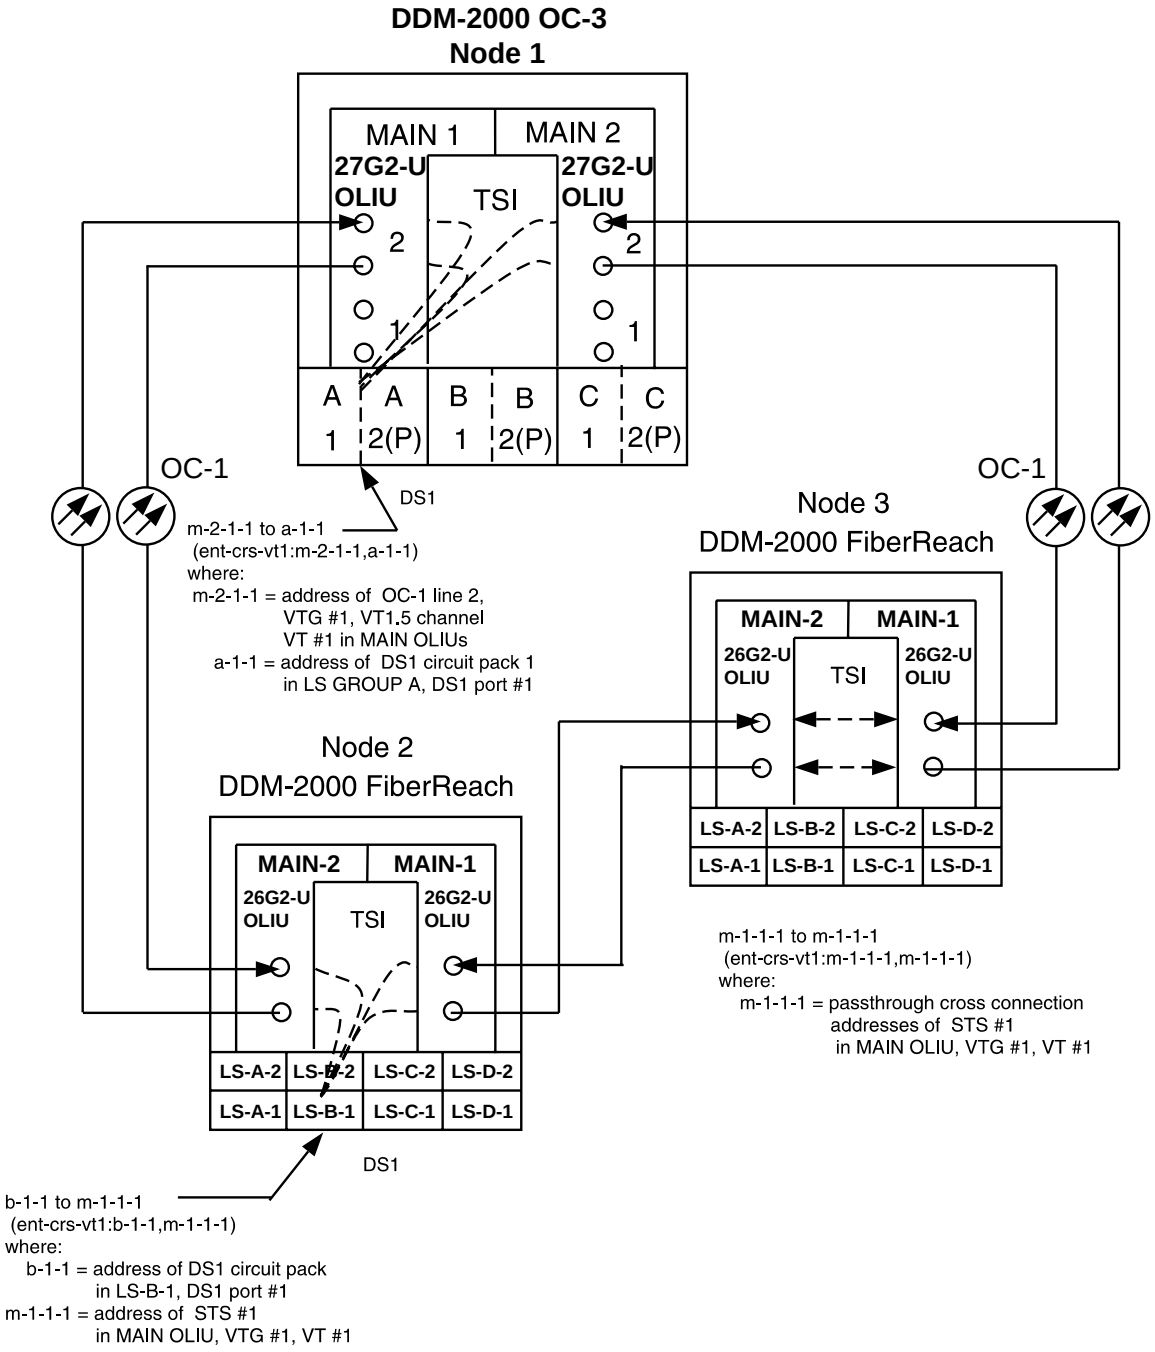
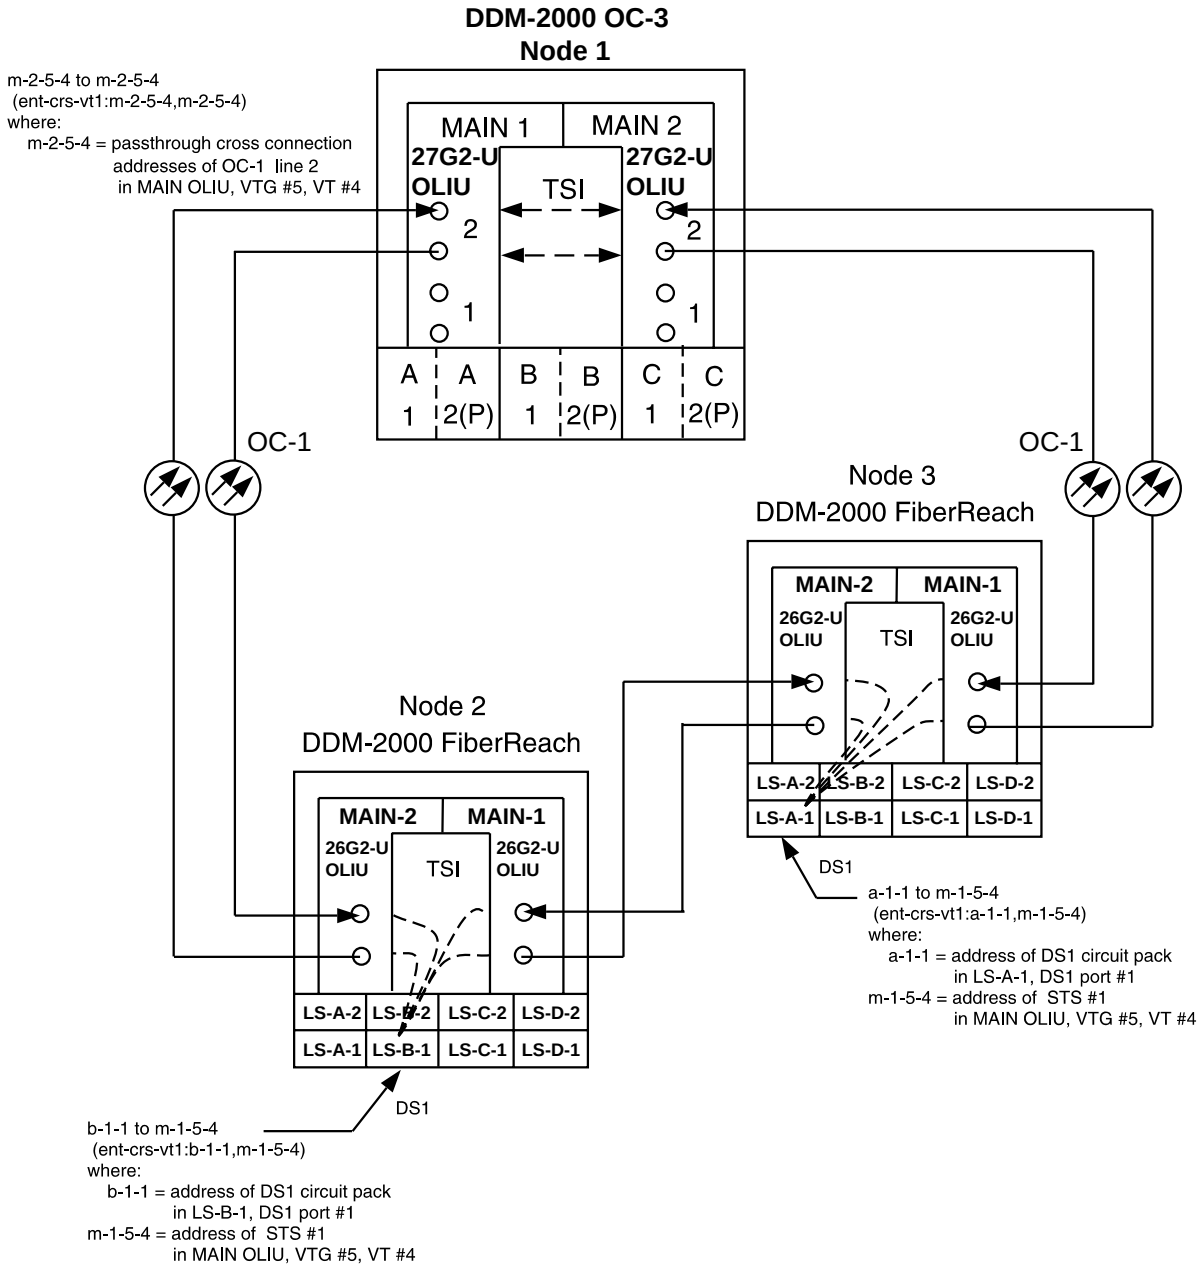

Figure 5. Example 1 of Stand Alone OC-3/OC-1 Cross-Connections
Figure 6. Example 2 of Stand Alone OC-3/OC-1 Cross-Connections
Cross-connections consist of drop and pass-through connections. For example, in Figure 5, drop connections are made at Nodes 1 and 2. Pass-through cross-connections are made at Node 3. In Figure 6, pass-through cross-connections are made at Node 1.
At all nonterminating nodes in the network, use the **`ent-crs-vt1:`** command to provision pass-through connections. (For example, in Figure 5, node 3, to make the DS1 pass-through cross-connection for channel m-1-1-1, use the **`ent-crs-vt1:m-1-1-1,m-1-1-1:cct=twoway`** command.)
9. At the terminating (drop) nodes of the circuit being established, use the **`ent-crs-vt1:`** command to make the terminating cross-connections. For example, in Figure 5, at Node 1, if DS1 port #1, circuit pack #1 in **FUNCTION UNITS** GROUP **A** is cross-connected to VT1.5 channel #1, VTG #1, STS #1, OC-1 line 2, then the command **`ent-crs-vt1:a-1-1,m-2-1-1:cct=twoway`** would be used to make the cross-connection. At Node 2 in Figure 5, the command **`ent-crs-vt1:m-1-1-1,a-1-1:cct=twoway`** would be used to make the cross-connection.